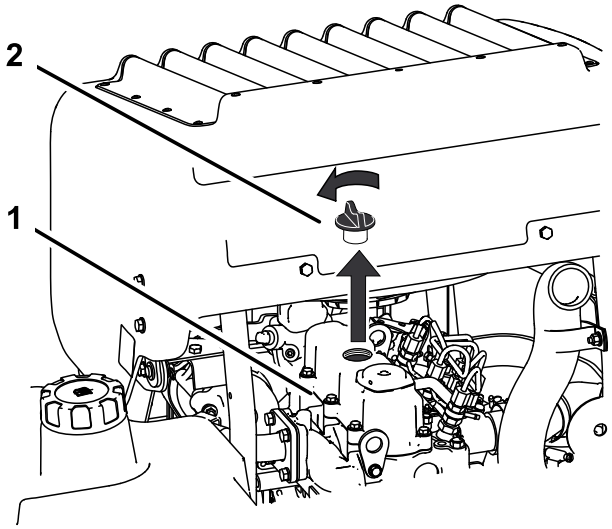

Rysunek 49
6. Odkręć korek wlewu oleju z górnej części silnika (Rysunek 49). Pomoże to spuścić olej.
2. Usuń korek wlewu oleju i wskaźnik poziomu (Rysunek 49).